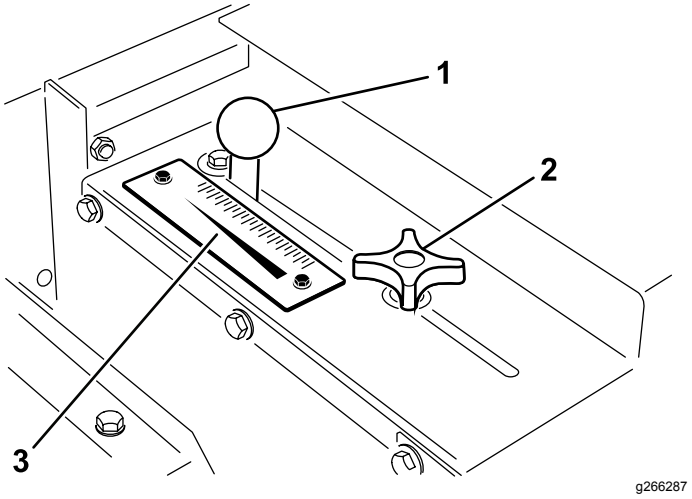

Figur 19
1. Løsn låsegrebet (Figur 19) tilstrækkeligt til, at det kan glide ubesværet langs åbningen.
2. Indstil portgrebet (Figur 19) til den ønskede position, og stram låsegrebet for at fastgøre justeringen.
Brug hastighedsskalaen (Figur 19) til at bestemme den ønskede gennemstrømningshastighed. Se Dosering af sand (side 18).